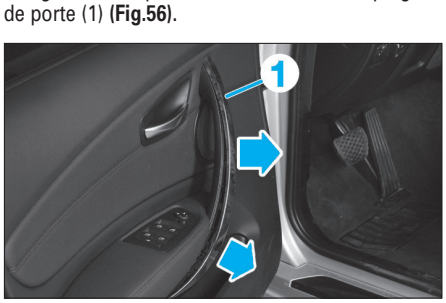

Fig. 56
• Dégrafer avec précaution l'ornement de poignée de porte (1) **(Fig.56)**.